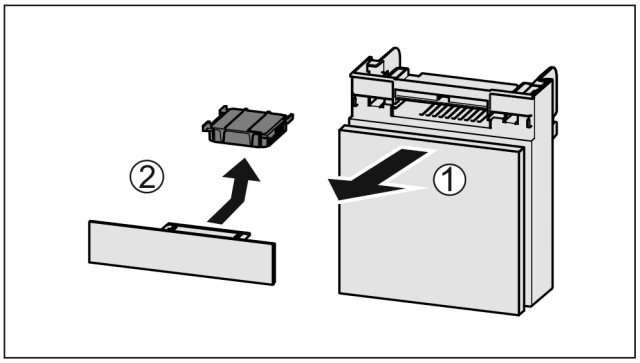

Fig. 252
▶ Pull out the compartment *Fig. 252 (1)*.
▶ Remove the carbon filter *Fig. 252 (2)*.